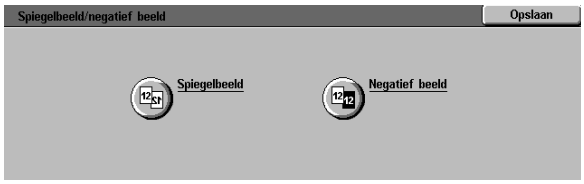

Figuur 25: Scherm Beeld omkeren
1. Het pictogram **Beeld omkeren** op het tabblad Afdrukformaten aanraken om het scherm Beeld omkeren te tonen (figuur 25).